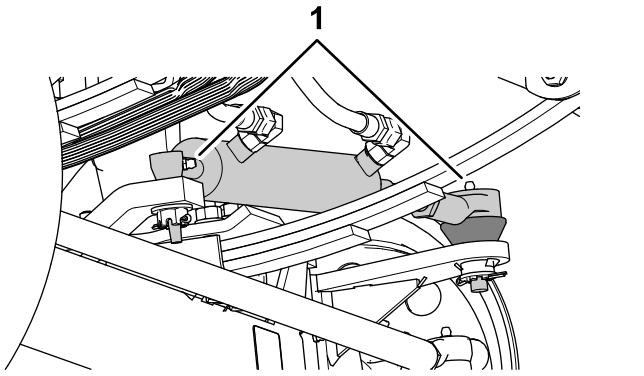
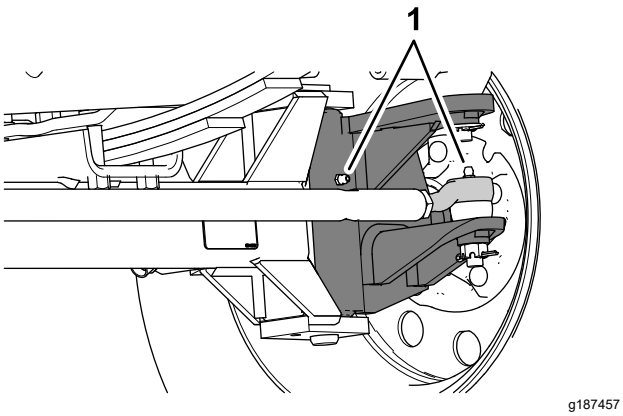

図 71
図 72
1. グリスフィッティングをウェスできれいに拭く図 71と図 72。
2. グリスフィッティングにグリスを注入する図 71と図 72。
注 グリスアップ箇所を図 71に示します。